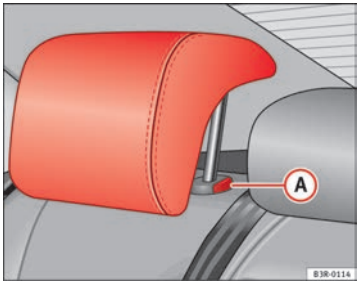

Abb. 110 Äußere Fondsitze: Kopfstütze
– Drücken Sie den Knopf (A) ⇒ Abb. 110 und führen Sie die Kopfstütze nach unten.
– Drücken Sie auf die Taste (A) ⇒ Abb. 110 und ziehen Sie gleichzeitig die Kopfstütze heraus. ▶